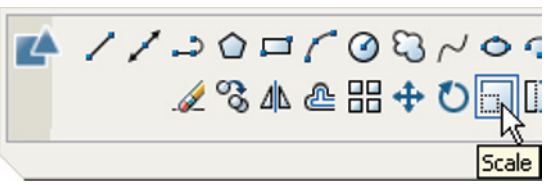

Fig. 5.28 The **Scale** tool icon from the **2D Draw** control panel
2. Call **Scale** – *left-click* its tool icon in the **2D Draw** control panel (Fig. 5.28), or *pick* its tool icon in the **Modify** toolbar, or *pick* **Scale** from the **Modify** drop-down-menu, or *enter* **sc** or **scale** at the command line, which then shows: